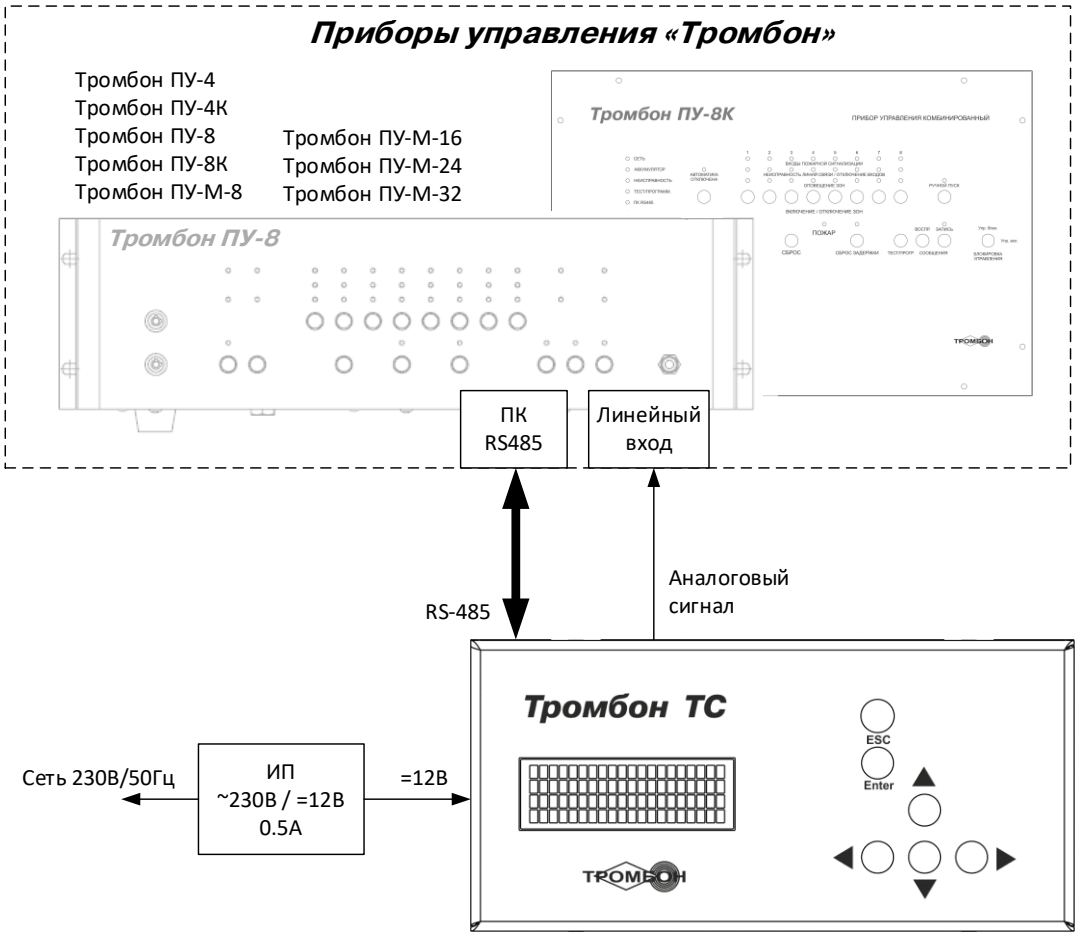

Рис. 2.1
2.2. Для подключения ТС к ПУ используются два интерфейса (см. рис.2.1):